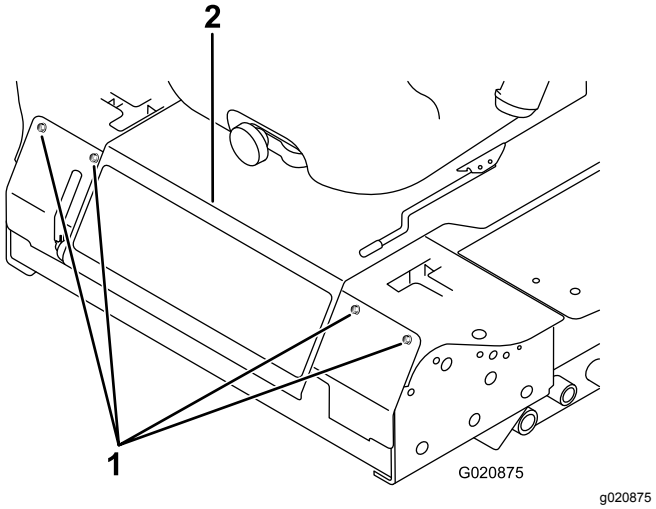

Rysunek 44
2. Usuń śruby mocujące panel przedni i zdejmij go (Rysunek 44).